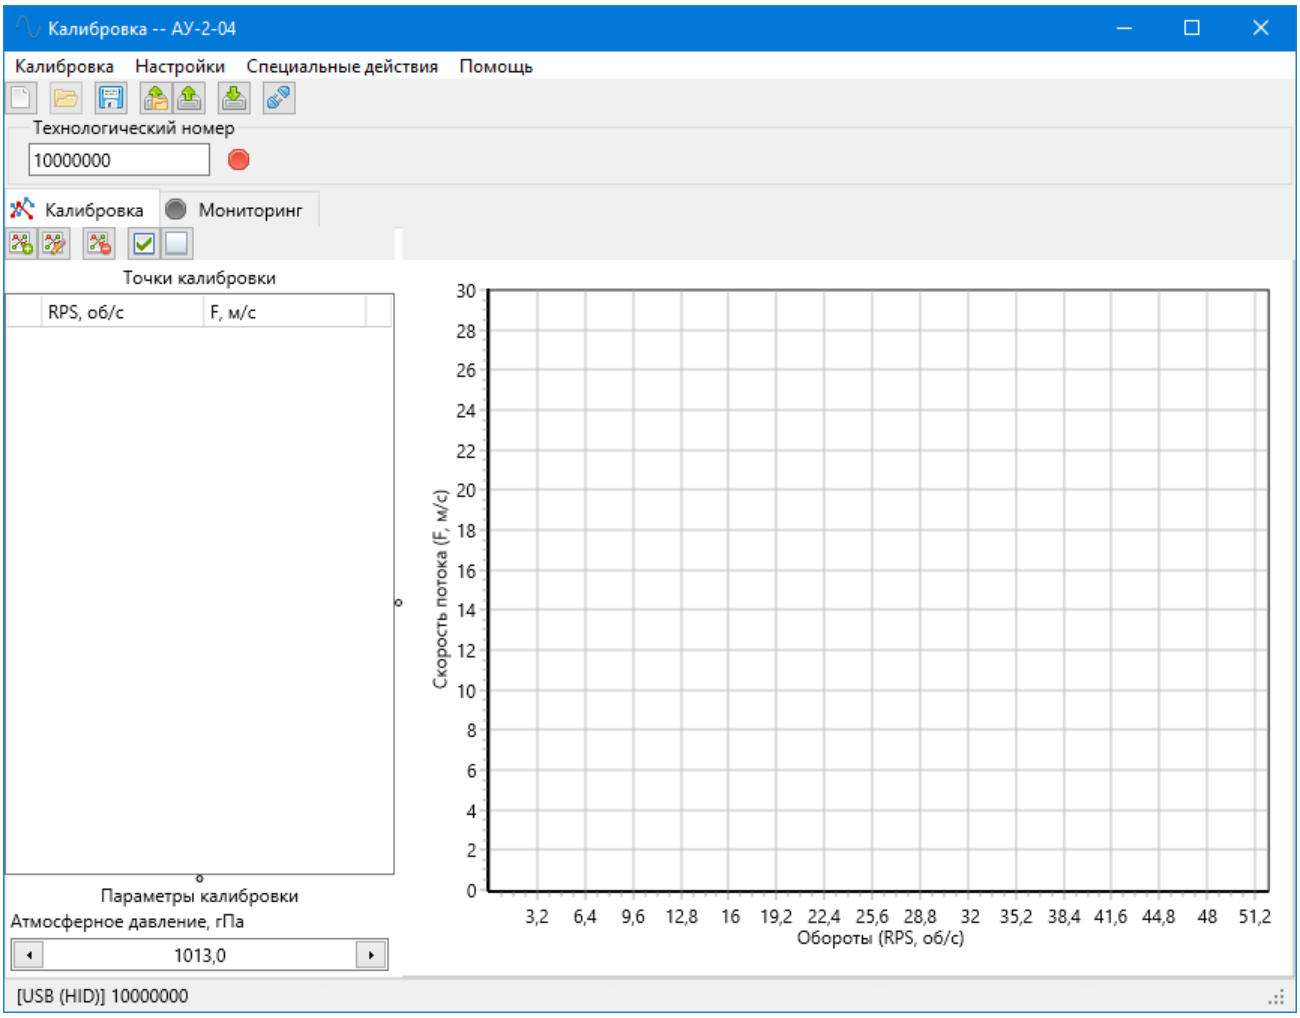

Рис. 7.5 – Окно программы калибровки электродвигателя аэродинамической установки
6. Запустить программу калибровки электродвигателя аэродинамической установкой ADP2Calib (рис. 7.5);